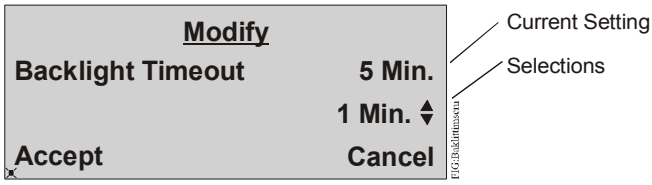

Figure 29: Modify Backlight Timeout Page
4. On the Modify page, use the up/down arrow keys to select a backlight timeout (Figure 29).